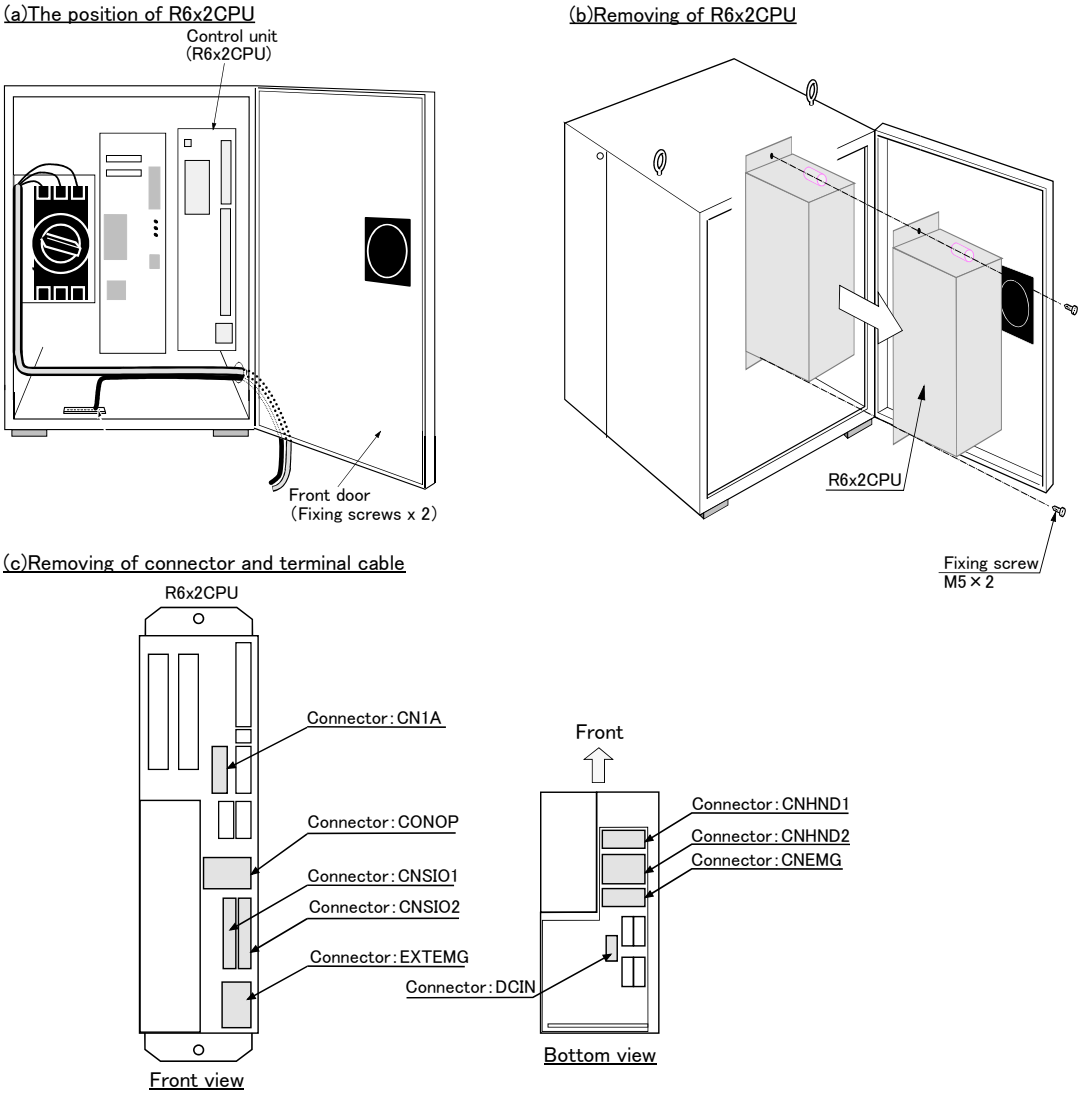

Fig.3-5 : Remove the R6x2CPU (CR2-532M)
(1) Wait at least three minutes after turning the power OFF, then loosen the fixing screws on the controller front door, and open the front door.
(2) Remove the two M5 screws (top/bottom) fixing the R6x2CPU, and then pull out the R6x2CPU. Take care not to pull the cables at this time.
(3) Disconnect the connectors and FG cable connected to the R6x2CPU, and pull out the unit. The connectors and terminal block to be disconnected are shown in Fig. 3-5 (c)